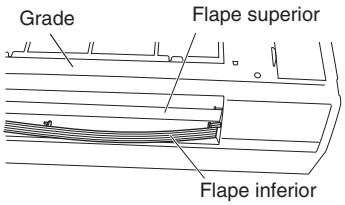

Fig. 3-14
(5) Retire o flape inferior libertando os 4 pinos no flape inferior pela respectiva ordem. (Figs. 3-14 e 3-15)